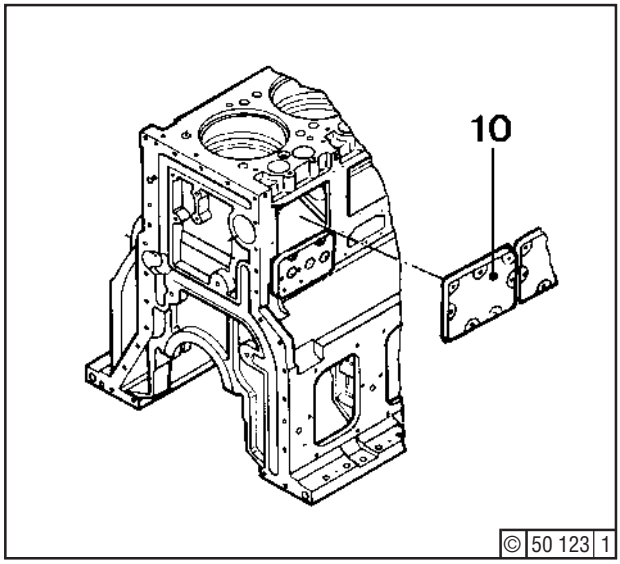

Fig. 1
Remove accessible covers (10) - Fig. 1 -. Turn engine and check for perfect running of the rollers and that the cams have a perfectly smooth surface. Especially critical defects are: